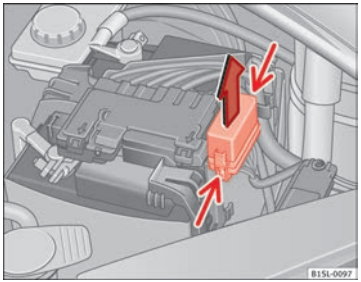

Fig. 151 In the engine compartment: fuse box cover
- Press the attachment tabs in the direction indicated by the arrow (thin arrows) to release the fuse box cover ⇒ Fig. 151.